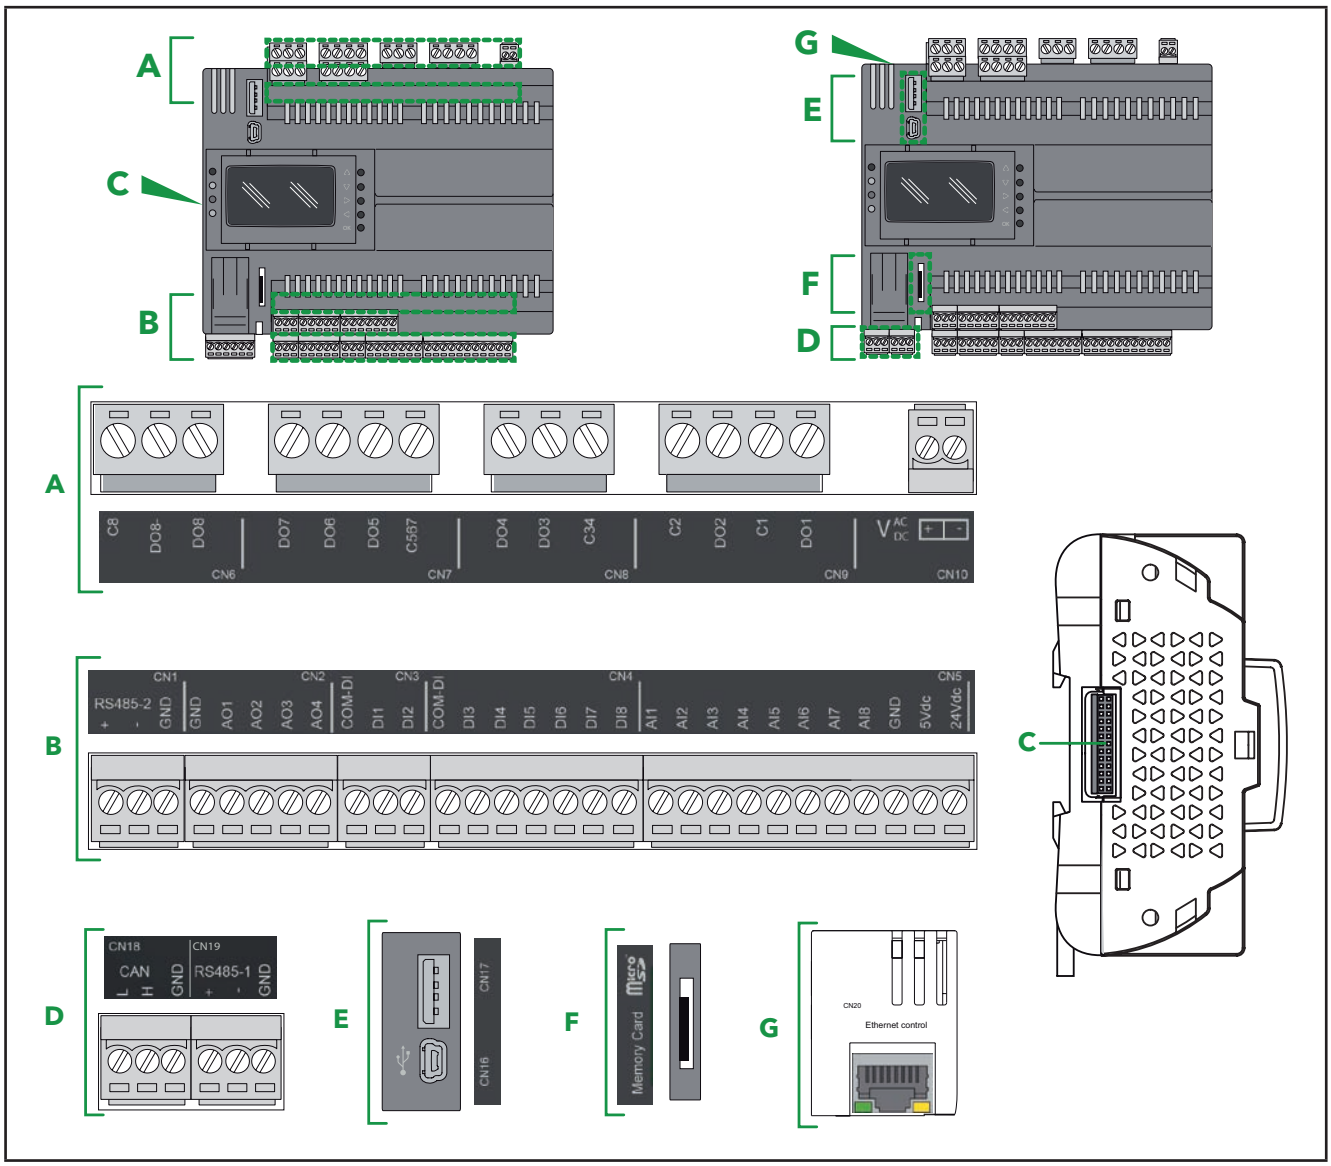
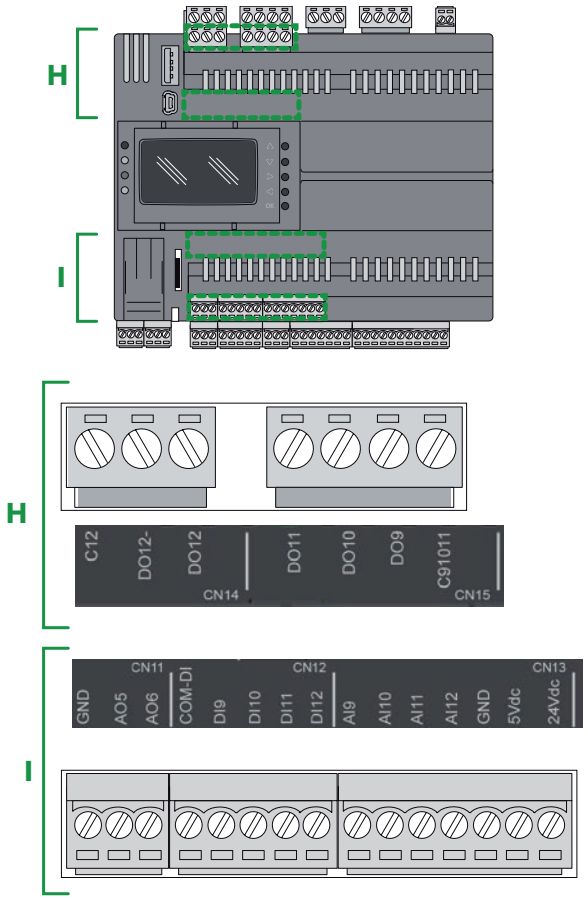

Fig. 22. Connecteurs de la carte base EWCM 9000 PRO (HF)
Fig. 23. Connecteurs de la carte supérieure EWCM 9000 PRO (HF)
Les étiquettes des E/S et des ports sont indiquées sur le boîtier du contrôleur **EWCM 9000 PRO (HF)** (voir **Fig. 22 page 39** et **Fig. 23 page 40**).